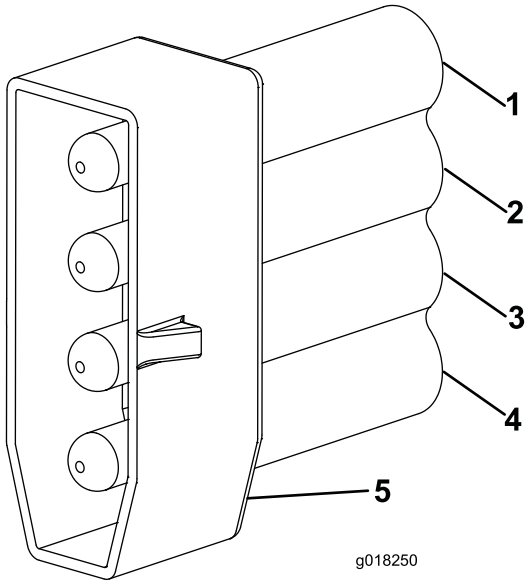

Figura 12
7. Instale o conector PM4 da cablagem na cablagem empurrando os pinos no conector. (Figura 12). Identifique e marque este conector como lado direito para ajudar a identificar o cabo ao fazer as ligações à rede de cablagem principal da máquina.